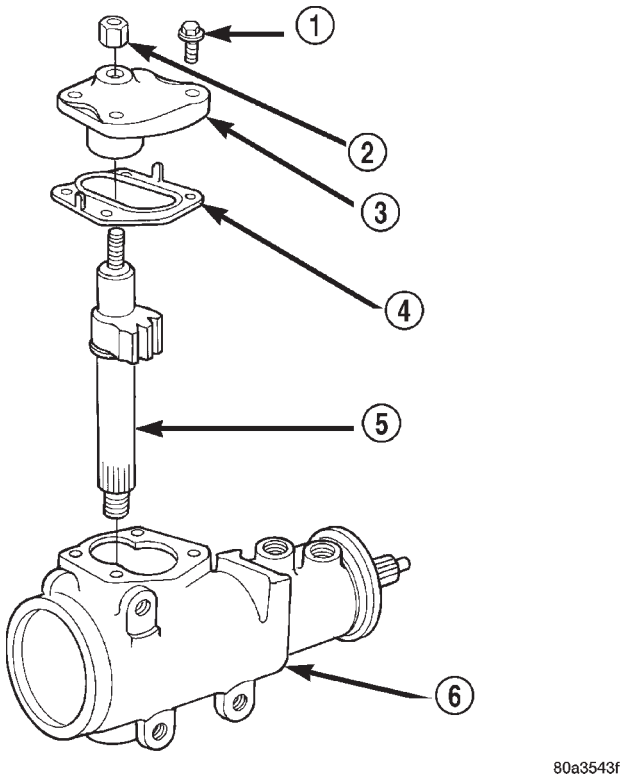

Fig. 19 Side Cover and Pitman Shaft
(1) Clean exposed end of pitman shaft and housing with a wire brush.
(2) Remove preload adjuster nut (Fig. 19).
(3) Rotate the stub shaft with a 12 point socket from stop to stop and count the number of turns.
(4) Center the stub shaft by rotating it from the stop 1/2 of the total amount of turns.
(5) Remove side cover bolts and remove side cover, gasket and pitman shaft as an assembly (Fig. 19).